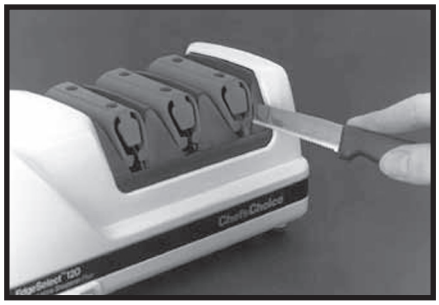

Rysunek 12.Ostrza ząbkowane należy ostrzyć tylko na stanowisku 3.
Ząbkowane ostrza wszystkich typów można ostrzyć w modelu 120. Jednak korzystając z ostrzałki Chef'sChoice®, należy używać **wyłącznie** stanowiska 3 (Rysunek 12), w którym ząbki zostaną naostrzone a wzdłuż krawędzi ząbków mikro ostrza zostaną ukształtowane. Średnio od (pięciu) do dziesięciu (10) na przemiennych przeciągnięć na stanowisku 3 będzie wystarczające. Jeżeli nóż jest bardzo stępiony, więcej przeciągnięć będzie konieczne.. Jeśli krawędź noża została poważnie uszkodzona podczas użytkowania należy raz szybko przesunąć ostrze(2-3 sekundy na ostrza 8 „) przez obie szczeliny stanowiska 2 następnie wykonać serię na przemiennych przeciągnięć na stanowisku 3 na przemian w lewej i prawej szczelinie. Nadużywanie stanowiska 2 doprowadzi do nadmiernego starcia metalu wzdłuż krawędzi ostrza podczas ostrzenia ząbków.